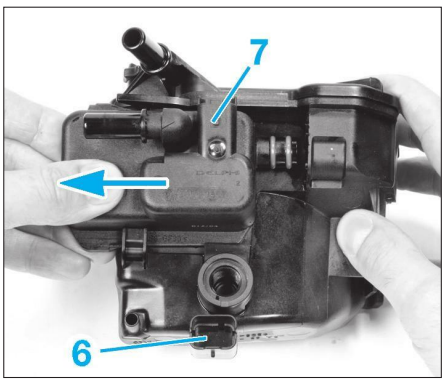

**Fig. 52**
• Débrancher le connecteur (6) du réchauffeur **(Fig.52)**.
• Déposer, du filtre à gazole, le détecteur d'eau et le réchauffeur (7).